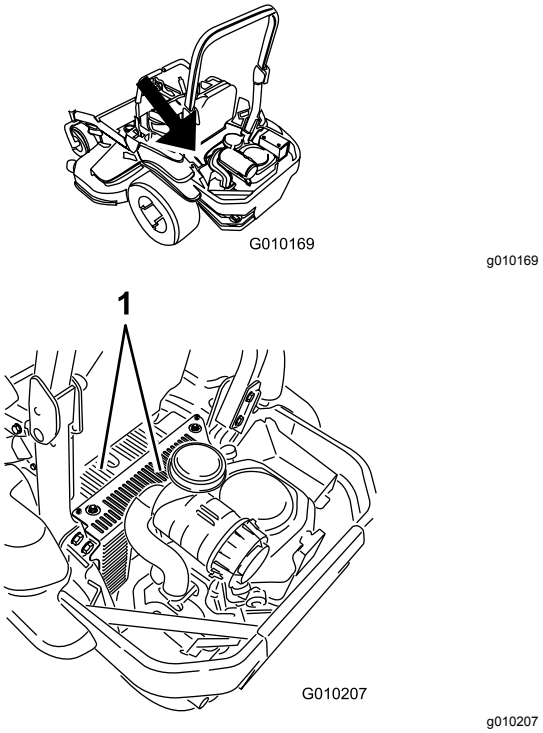

Figur 78
5. Fjern snavs og græs fra hydraulikenhedens afskærmninger (Figur 78).